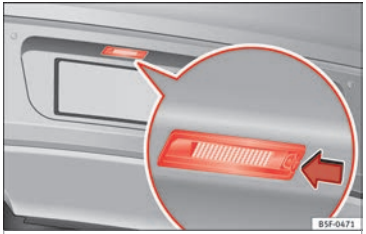

Fig. 115 In the rear bumper: number plate light.
1. Press the number plate light in the direction of the arrow ››› **Fig. 115**.